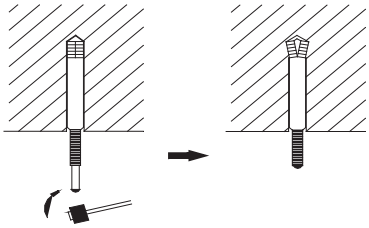

Fig.3
1) Insert the M10 expansion bolt into the hole, and then knock the nail into the bolt. Refer to the Outline Dimension Drawings of the Indoor Unit for the distance between holes and see Fig.3 for the installation of the expansion bolt.